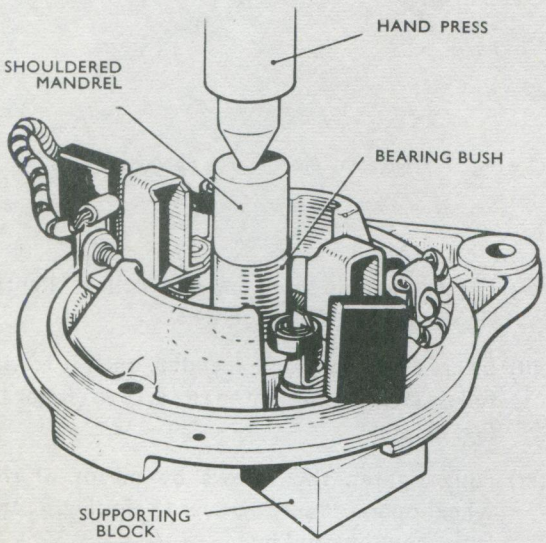

Fig. 8. *Method of fitting porous bronze bushes*
(2) Press the new bearing bush into the end bracket using a shouldered, highly polished mandrel of the same diameter as the armature shaft (Refer Fig. 8). Porous bronze bushes must not be opened out after fitting or the porosity of the bush may be impaired.